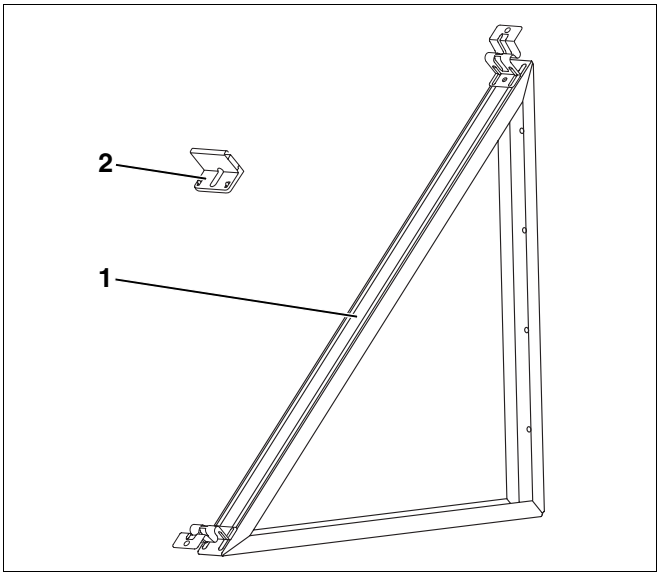

Afb. 4 Staander voor plat dak 45°
4.2.2 Montageset staander voor plat dak 45° (per collector) – afb. 4